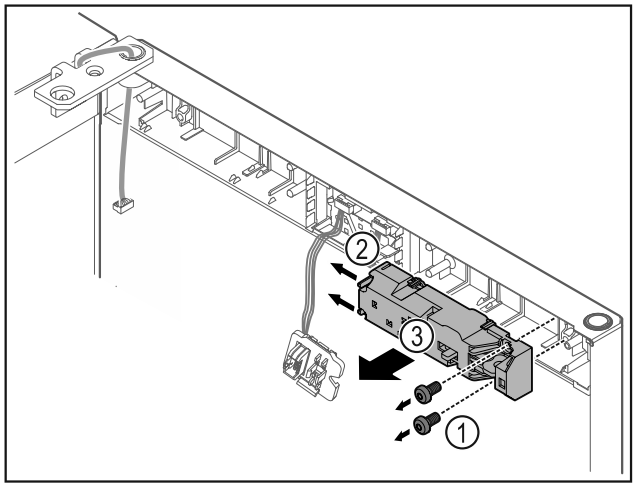

Fig. 18
- ▶ Извлеките винты *Fig. 18 (1)*.
- ▶ Сдвиньте защелки *Fig. 18 (2)* в сторону и снимите замок дистанционного открытия *Fig. 18 (3)*.